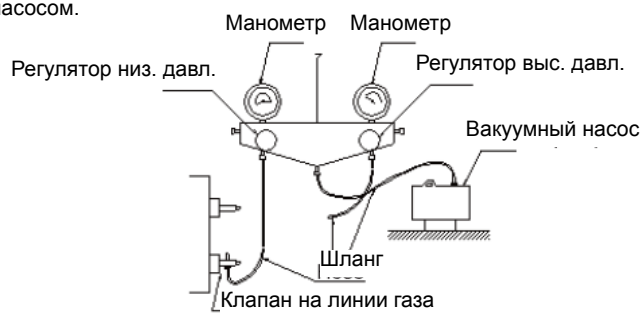

Рис. 9
3) Как показано на рис. 9, внутренний блок и трассу хладагента необходимо вакуумировать вакуумным насосом.